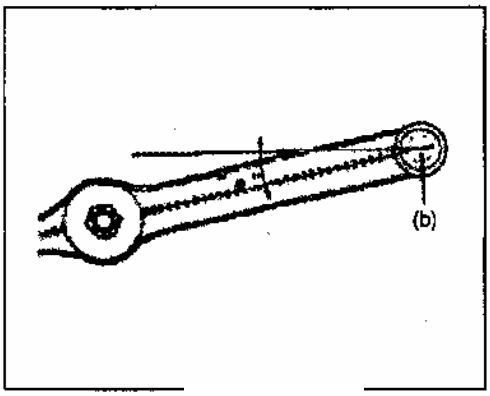

Рис. 532
3) Установите рычаг на корпус автомобиля, угол установки рычага "a" приведен ниже. Затяните болт рычага требуемым моментом (Рис. 532), "a": 150 ±50 градусов.